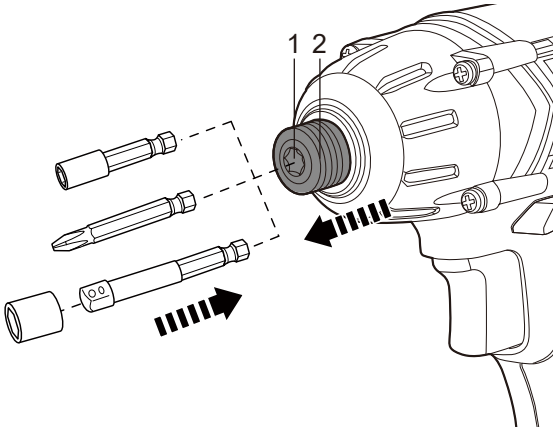

Fig. 1
> Puxe a bucha de aperto (2) e insira uma ponta de aparafusar adequada até ao fundo do mandril (1). Solte a bucha de aperto (2) para fixar a ponta em posição (Fig. 1).